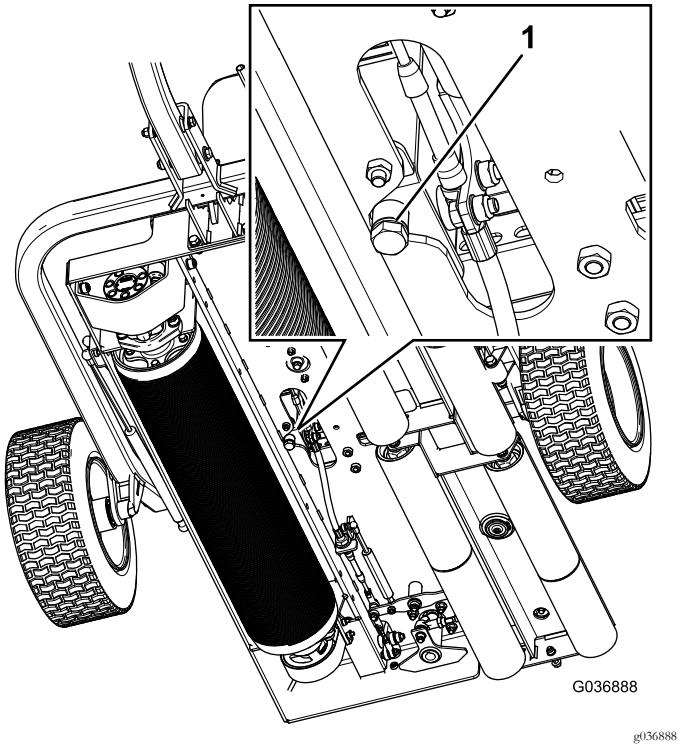

**Figur 36**
1. Placera ett kärl under hydraultankens avtappningsplugg (Figur 36).
2. Ta bort avtappningspluggen från tankens undersida (Figur 36).